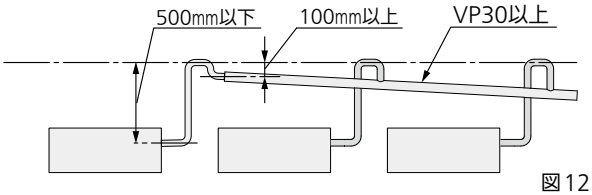

図12
- 集合ドレン配管を行う場合は 1/100 以上の下り勾配を付け、ドレン配管立ち上がり部より低くなるようにしてください。（100㎜以上）（図12）
- 集合ドレン配管の太さは集合した本体の台数分に見合うだけの太い配管（VP30以上）で施工してください。（図12）